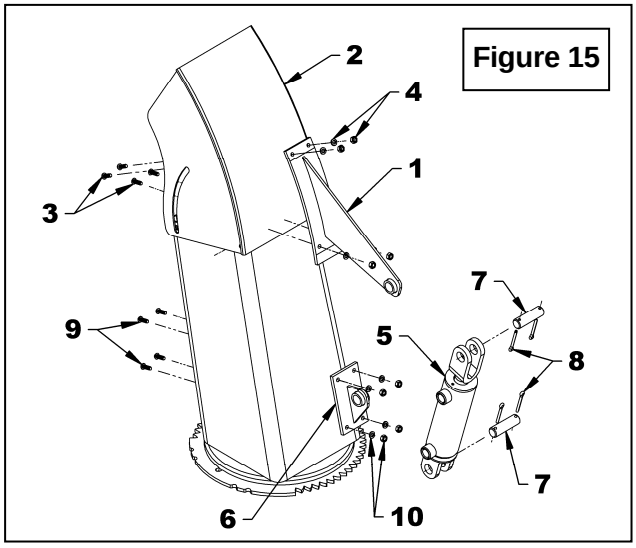

Figure 15
4. **Figure 15:** Bolt in place with four 1/4" x 3/4" allen flat socket head capscrews (item 3), 1/4" lockwashers and 1/4"NC hex nuts (item 4), with the capscrews heads inside the chute. Tighten so that capscrews heads sink into deflector surface.
5. **Figure 15:** Retract hydraulic cylinder rod (item 5) completely and secure to deflector bracket (item 1) and deflector base bracket (item 6), using the two cylinder pins (item 7) and the two cotter pins (item 8). Direct the cylinder ports toward the snowblower center.
6. **Figure 15:** Open deflector to maximum so that actuator rod retracts completely. Place deflector base bracket (item 6) on the center rear of chute and using the bracket as a template, drill four 9/32" holes in chute.
7. **Figure 15:** Bolt deflector base bracket (item 6) to chute using four 1/4" x 3/4" allen flat socket head capscrews (item 9), 1/4" lockwashers and 1/4"NC hex nuts (item 10), with the capscrews heads inside the chute. Tighten so that capscrews heads sink into chute base surface.